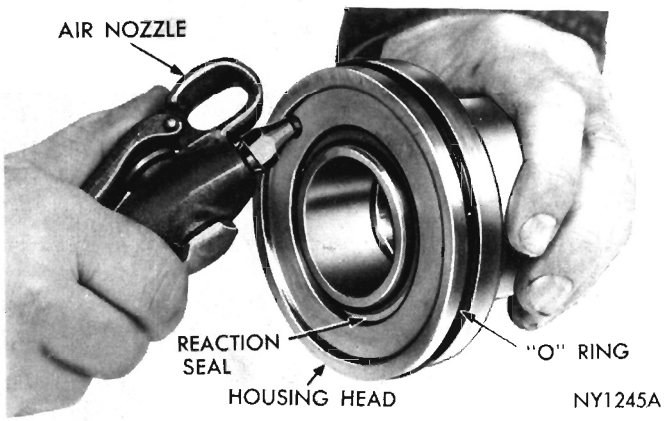
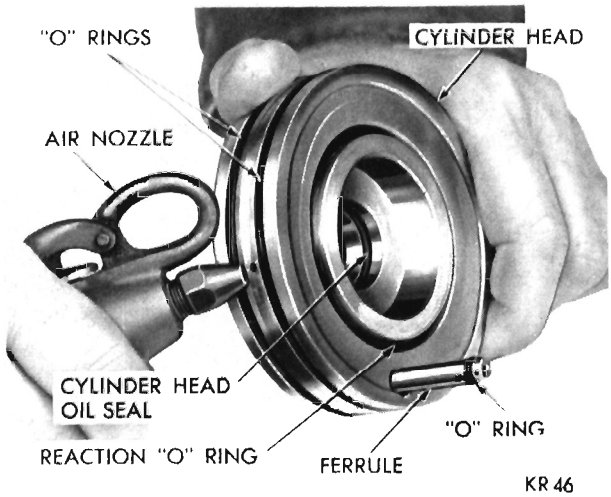

Fig. 15—Removing Reaction Seal from Worm Shaft Support
Fig. 16—Removing Reaction Seal from Cylinder Head
(12) Remove large "O" ring from groove in housing head.
(13) Remove reaction seal from groove in face of housing head with air pressure directed into ferrule chamber (Fig. 15).
(14) Inspect all grooves for burrs. Make sure passage from ferrule chamber to upper reaction chamber is unobstructed.
(15) Remove reaction spring, reaction ring, worm balancing ring and spacer.
(16) Hold wormshaft from turning, then turn nut with sufficient force to release staked portions from knurled section and remove nut. **Wire brush the knurled sections to remove the chips, then blow out the nut and wormshaft to remove any metal particles.**
(17) Remove upper thrust bearing race (thin) and upper thrust bearing.
(18) Remove center bearing race.
(19) Remove lower thrust bearing and lower thrust bearing race (thick).
(20) Remove lower reaction ring and reaction spring.
(21) Remove cylinder head assembly.
(22) Remove two "O" rings in two outer grooves in cylinder head.
(23) Remove reaction "O" ring from groove in face of cylinder head with air pressure directed into oil hole located between two "O" ring grooves (Fig. 16).